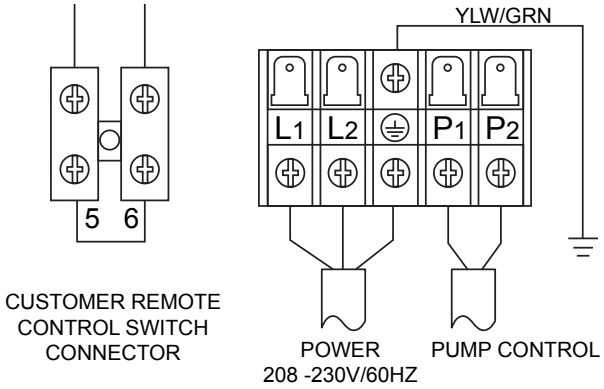

Figure 11. Automation Control 2-Wire System Connection
2. Remove the jumper wire on the terminal block from terminals marked #5 and #6. See **Figure 11,** and wiring diagrams on **page 14** through **page 19**.